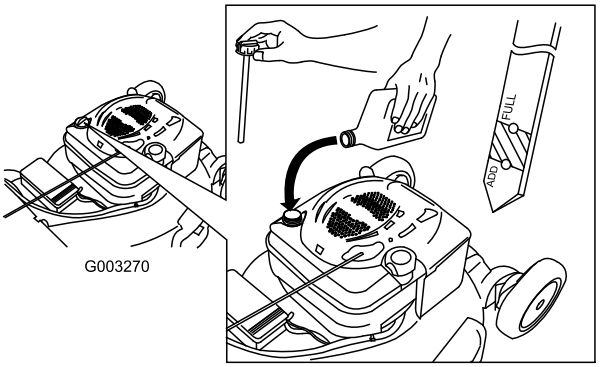

Figur 6
2. Fjern peilestaven (Figur 6), og hell olje i oljepåfyllingrøret til veivhuset er 3/4 fullt.
5. Ta ut peilestaven, og kontroller oljenivået på peilestaven. Se Figur 6.
- Hvis oljenivået er for lavt, fyll langsomt på litt olje i oljepåfyllingsrøret, og gjenta så trinn 3 til og med 5 til oljenivået er korrekt, som vist i Figur 6.